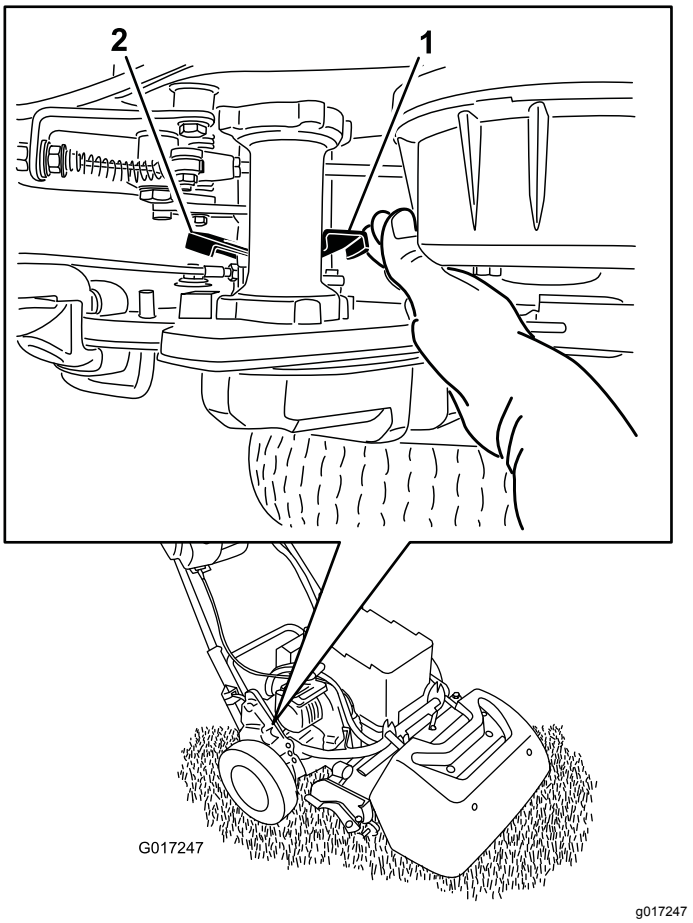

Figuur 35
1. Zoek aan de rechterachterhoek van de machine de hendel om de tractie in en uit te schakelen. Deze bevindt zich naast de trommel van de aandrijfbehuizing (Figuur 35).